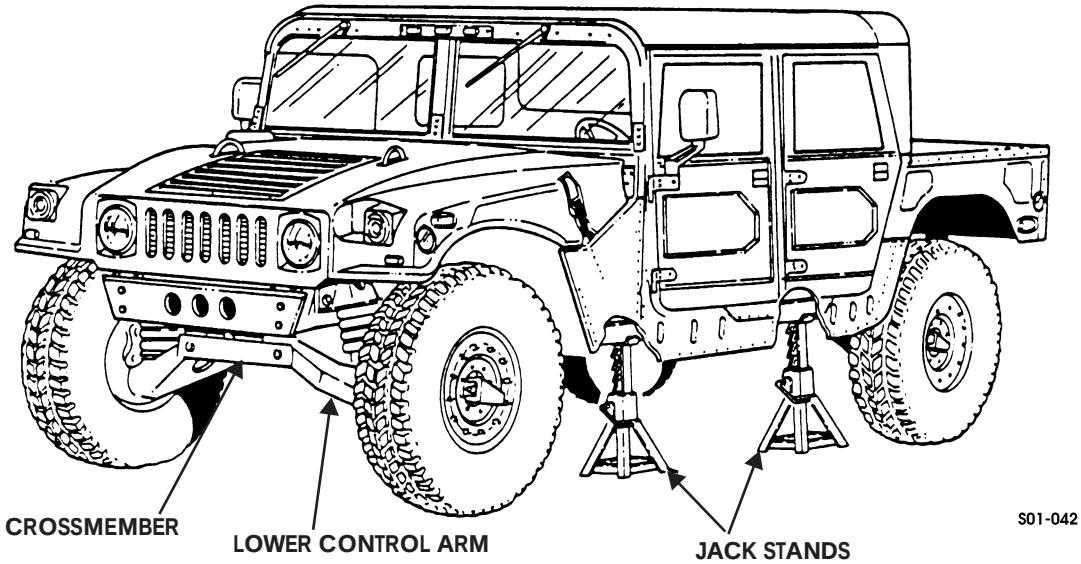

Figure 1-29: Placement of Jack Stands
2. Place jack under lower control arm on corner to be raised (Figure 1-29).
1. Raise vehicle and remove jack stand (Figure 1-29).
2. Center jack under rear suspension rear crossmember. Use a wood block between jack and crossmember (Figure 1-29).
1. Raise vehicle and remove jack stands (Figure 1-29).